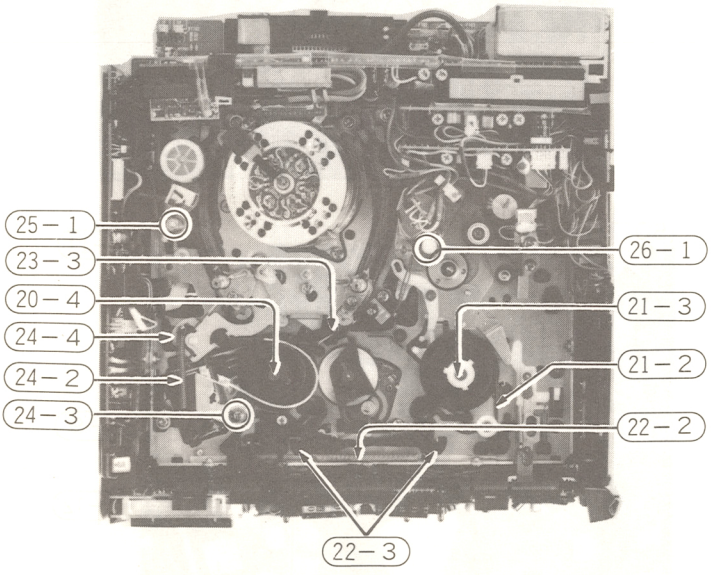

Fig. 31
20. Supply reel disk (Fig. 31)
21. Take-up reel disk (Fig. 31)
22. Supply and take-up main brakes (Fig. 31)
23. Supply sub brake (Fig. 31)
24. Tension band and tension arm (Fig. 31)
25. Supply guide pole (Fig. 31)
26. Take-up guide pole (Fig. 31)